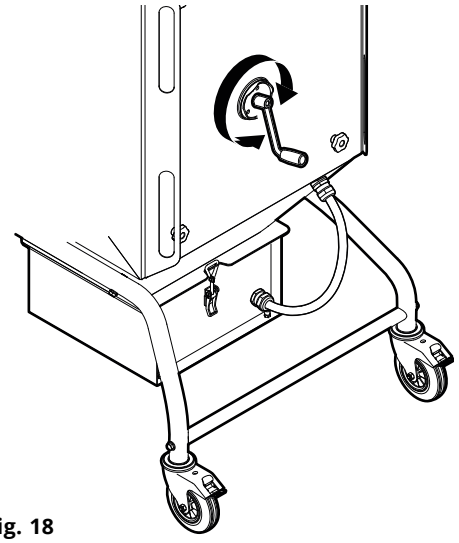

Fig. 18
2. Rotate the filter cartridge via the crank, approx. 5 revolutions. See **Fig. 18.**